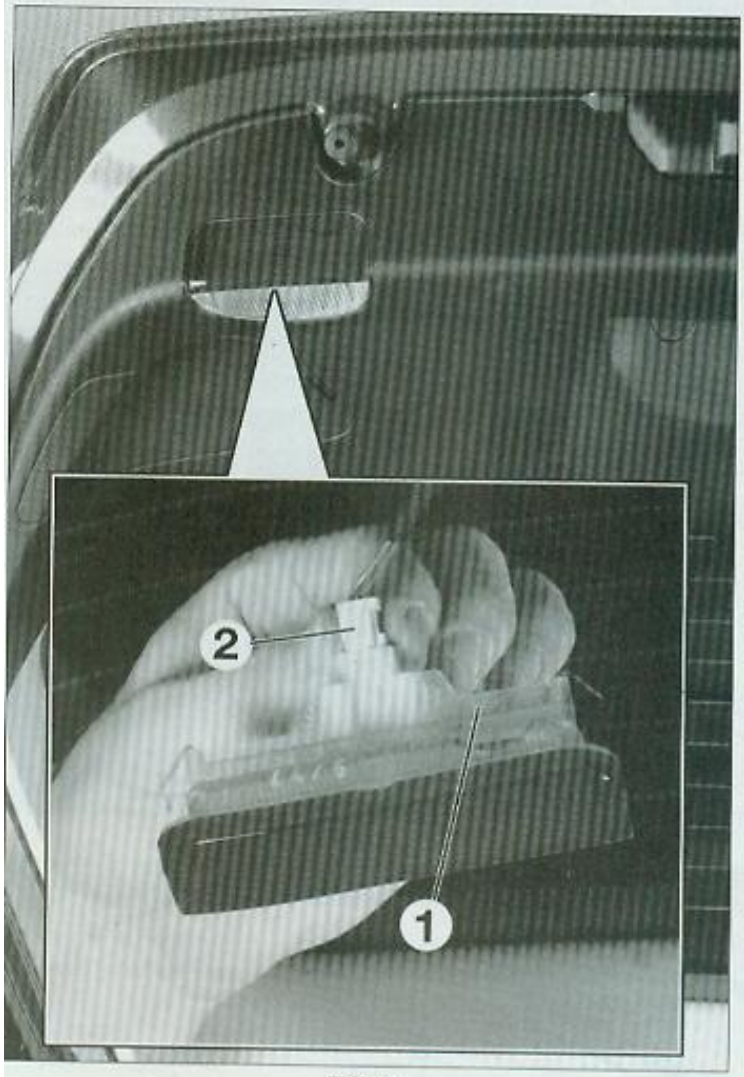

FIG. 57
• Extraire les porte-lampes (1) et débrancher les connecteurs (2) **(Fig.57)**.